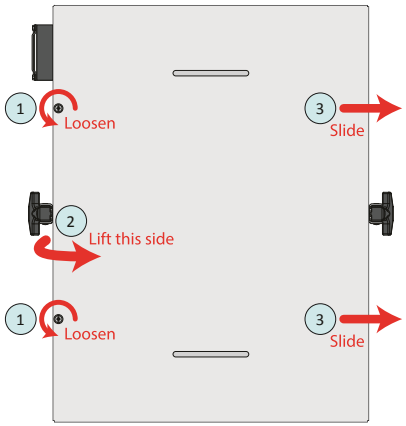

Figure E22. Removing PCB chassis lid.
3) Remove the lid of the Cabinet PCB Chassis (see figure E22): (1) Loosen the two captive thumbscrews on the lid of the Cabinet PCB Chassis. (2) Lift the left edge, (3) slide the lid to the right and lift upward to remove it. **CAUTION**: Be very careful not to drop anything inside the PCB chassis!